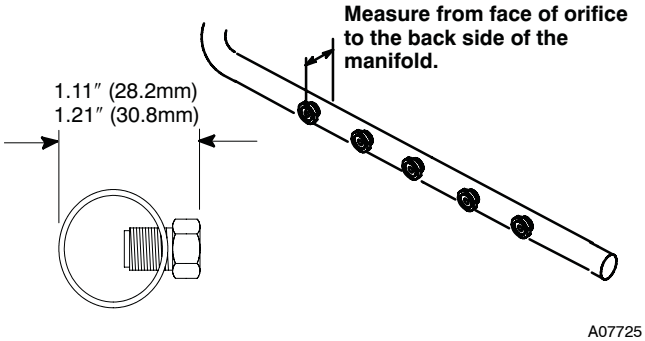

**Fig. 38 - Changing Orifices**
4. Tighten orifices so it is seated and gas tight. (See Fig. 38).